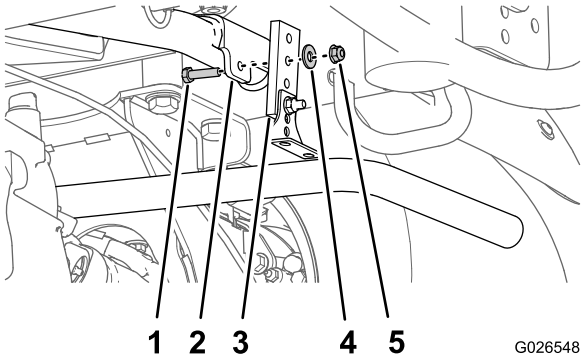

Figur 3
2. Fjern bolten, møtrikken og spændeskiven ved monteringspladens flig, der fæstner udstødningsophænget til fligen, og fjern udstødningsophænget (Figur 3).